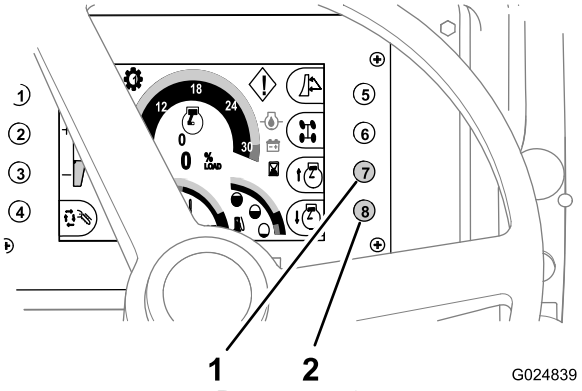

Рисунок 43
- Чтобы **увеличить** частоту вращения двигателя, нажмите кнопку 7 на дисплее центра управления (Рисунок 43).
- Чтобы **уменьшить** частоту вращения двигателя, нажмите кнопку 8 на дисплее центра управления (Рисунок 43).